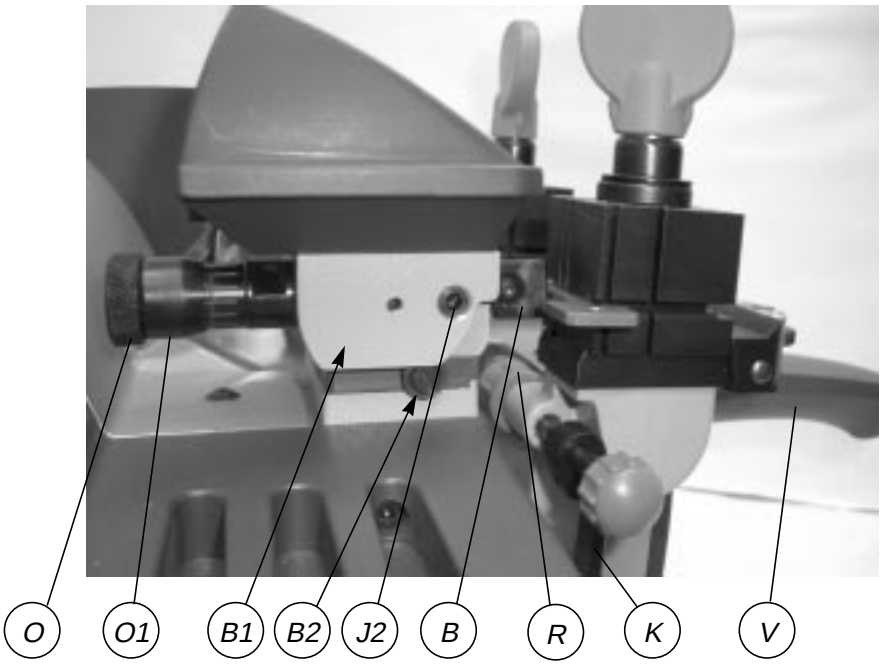

Fig. 18
a) loosen the screw (J2) locking the tracer point (fig.18, pag.17).
b) turn the knob (O) clockwise to move the tracer point forwards.
c) turn the knob (O) anticlockwise to move the tracer point backwards.
a) with one hand hold still the knurled part of the knob (O).
a) loosen the screw locking the tracer point (J2) (fig. 18, page 17).
c) turn the knob (O) anticlockwise to move the tracer point backwards (each mark on the graduated drum equals a variation of 0.05 mm).
1) Turn off the master switch (C) to operate safely and prevent activation of the cutting tool.
2) Place the adjusting key in the clamps (fig.18) with the notch facing the cutting tool and tracer point and proceed as follows:
a) ensure that the keys adhere to the clamp and that the callipers (K) are in full contact with the stops.
b) to take the callipers into contact with the keys, rotate the drum (R) towards you (away from you to return to the idle position).